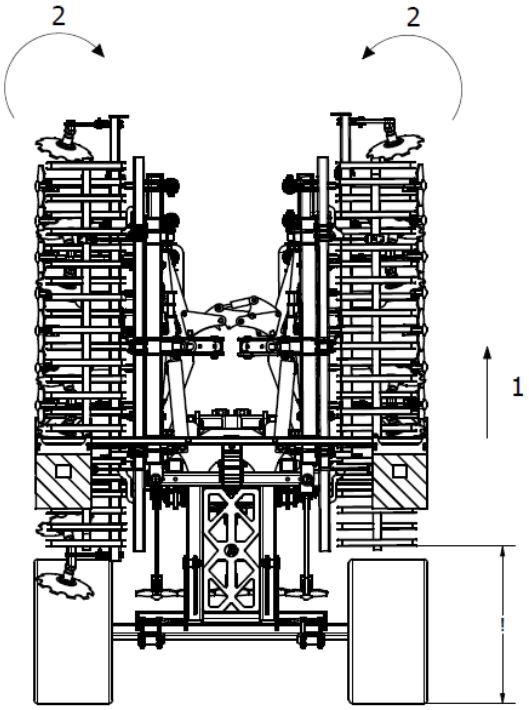

Rysunek 15 Sekwencja otwierania maszyny: 1- podniesienie maksymalnie maszyny w górę, 2- złożenie skrzydeł maszyny do pozycji „zamkniętej “.
1. W pierwszej kolejności należy odpowiednio opuścić podwozie i maksymalnie podnieść maszynę w celu umożliwienia prawidłowego złożenia maszyny unikając ryzyka, że podczas ruchu składane ramiona zahaczą o podłoże (rys.15).
2. Kolejną czynnością jest hydrauliczne złożenie skrzydeł maszyny do pozycji „zamkniętej”, czego celem jest zapewnienie, że mechanizm blokady skrzydeł odblokuje się i umożliwi w późniejszym etapie otwarcie ramion maszyny. Czynność ta jest niezbędna przy każdorazowym otwieraniu ramion urządzenia (rys.15).